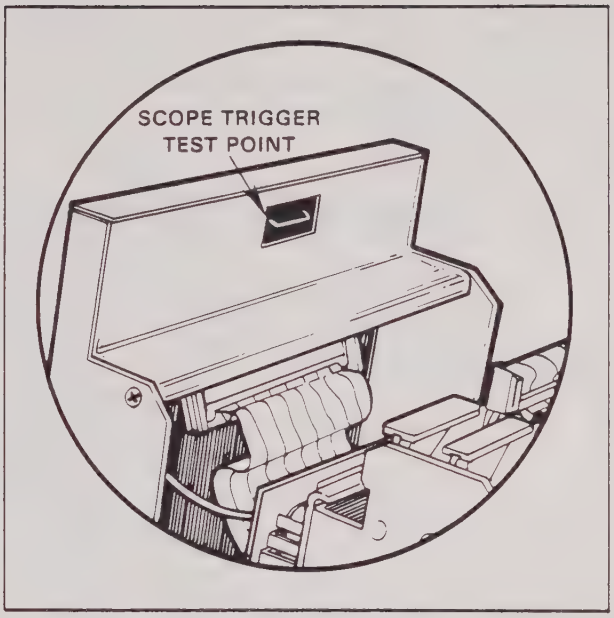

Figure 4-6. UniPak 2™ Scope Trigger Test Point
3. Perform the general calibration steps (steps 1 through 24) on the measurement chart. For steps 5, 6, and 7, refer to the figures at the end of the measurement chart to observe the bit switch rise waveform the DAC step waveforms, and the current DAC step waveform. Trigger your oscilloscope by connecting to the test point under the top edge of the socket assembly (see figure 4-6).